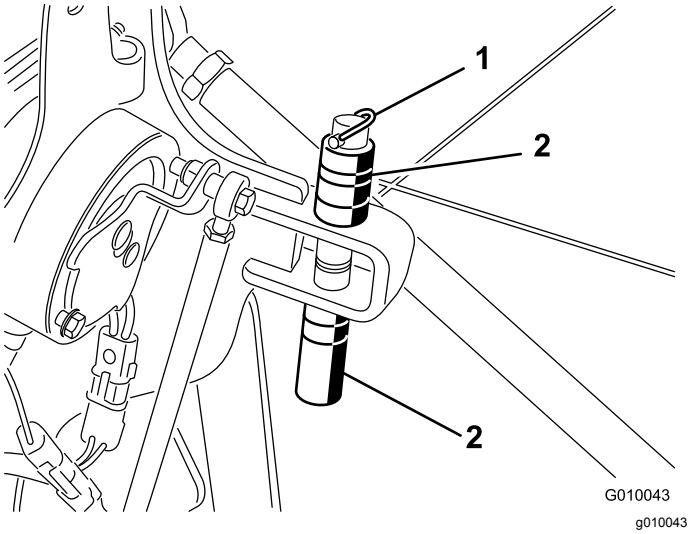

Figur 29
2. Fjern ringstiften, der fastholder afstandsstykker og dybdestifter (Figur 29).